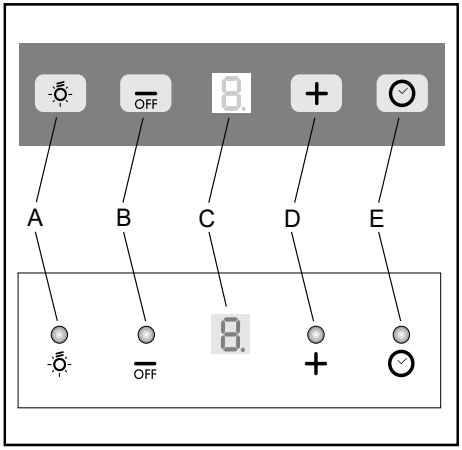

Fig.18
BETJENING-SENHED: (Fig.18)
• Mćtning af fedtfiltre / aktive kulfiltre: Fig.18